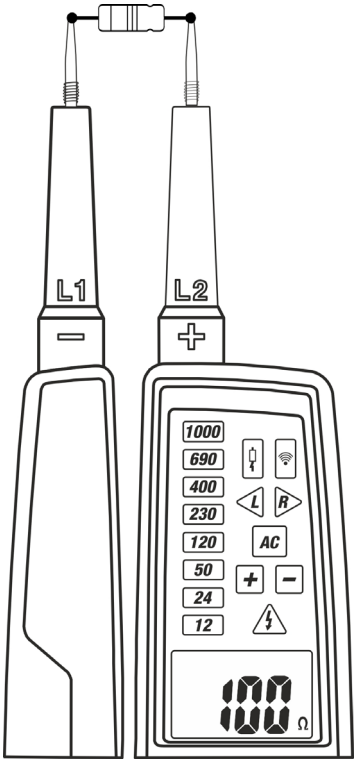

Fig. 10: Misura Resistenza
3. Collegare i puntali **L1** e il puntale **L2** all'oggetto in prova (vedere Fig.10). Il valore della resistenza è mostrato a display